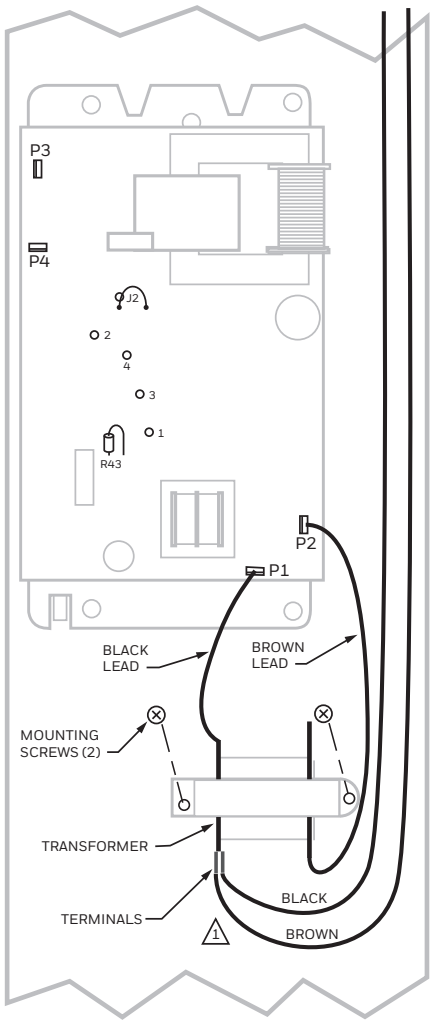

Fig. 2. Mount and wire transformer.
6. Place the transformer on the mounting holes. See Fig. 2.
NOTE: Be sure the transformer terminals are located on the side away from the power supply. See Fig. 2.
WIRE TRANSFORMER TO POWER SUPPLY (SEE FIG. 2)